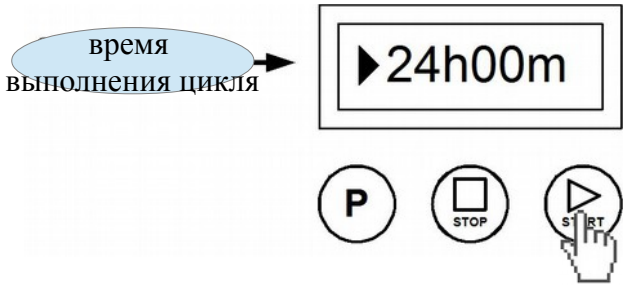

Рис. 4. Запуск программы
*Чтобы запустить работу мешалки нажимаем кнопку „**START**" как на **Рис. 4**.*